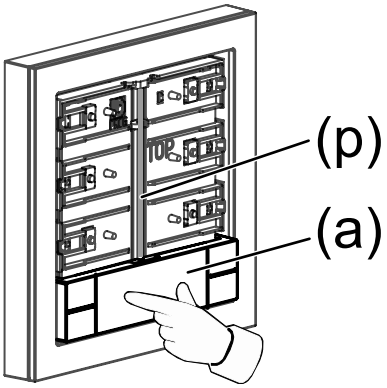

Bild 7: Tryck i mitten på vippkontakten
- Haka i vippkontakten (a) på axeln (p) genom att trycka på mitten av vippkontakten (a) (märkningsfält) (se bild 7).
Vippkontakten (a) hakar i på axeln (p) (se bild 7).